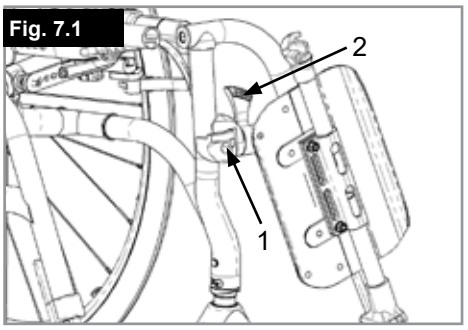

Fig. 7.1
Lorsque vous installez les repose-pieds, ceux-ci se placent en position rabattue (Fig. 7.1). Il suffit ensuite de les faire pivoter vers l'intérieur jusqu'à ce que le système de verrouillage soit enclenché (1). Pour enlever les repose-pieds, appuyez sur le levier (2), basculez les repose-pieds vers l'extérieur et retirez-les. Vérifiez que les repose-pieds sont bien fixés.